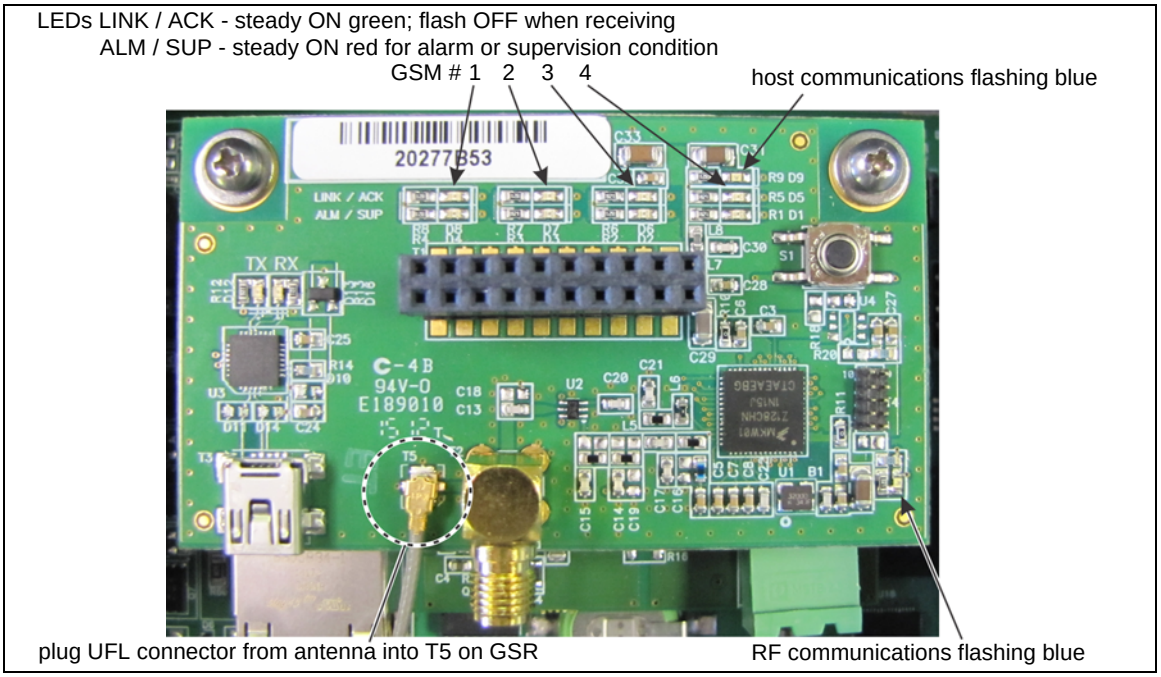

Figure 2 GSR LEDs & antenna connection
The GSR mounts onto the expansion header (T2) on the FlexZone processor, either by piggy-backing onto the network interface card (NIC) or directly onto the header if the processor does not include an NIC. The FlexZone processor powers and communicates with the receiver through the expansion header. Figure 2 illustrates the LED indicators and the antenna connection for the GSR.
3. Connect the antenna to the receiver (see Figure 2).
4. Connect the antenna to the receiver (see Figure 2).
6. Connect the UFL connector on the antenna wire to T5 on the receiver (see Figure 2).